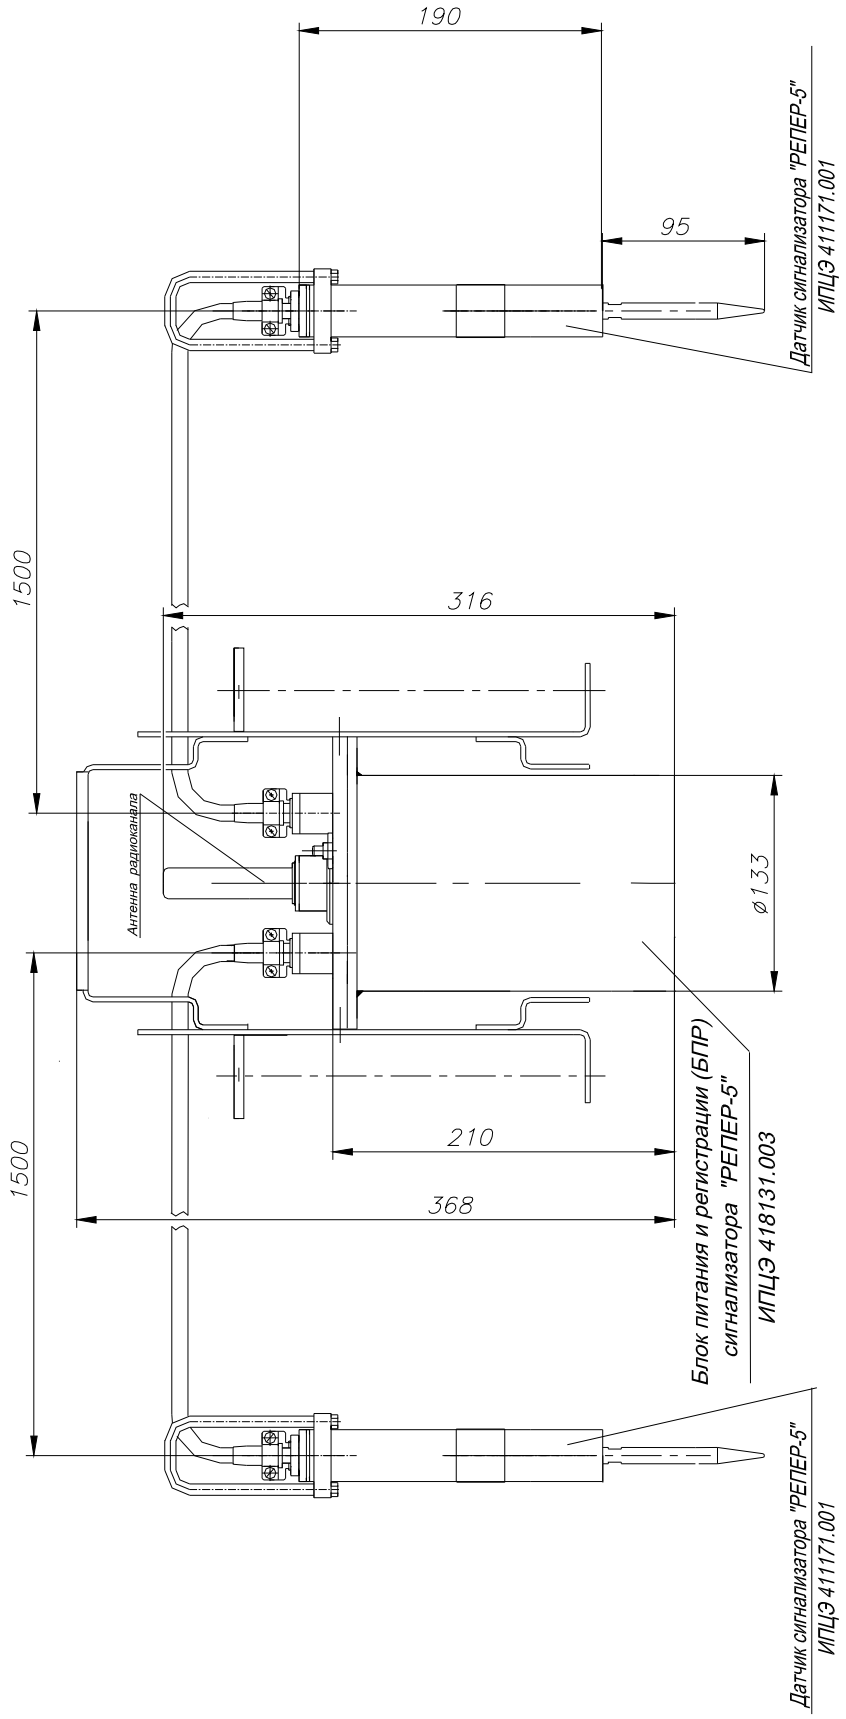

*Рисунок 3.*
1.6.1 Сигнализатор «Репер-5» состоит из двух блоков датчиков, соединённых кабелем с блоком питания и регистрации. Габаритный чертёж сигнализатора приведён на рис. 3.